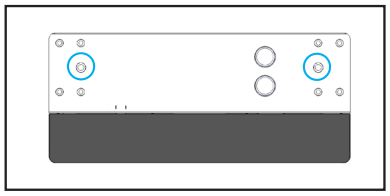

Figure 21: Step 1.
Step 1: Fully remove the two protective thread caps provided for the lifting eyes on the top of the Charging Point (**Figure 21**)